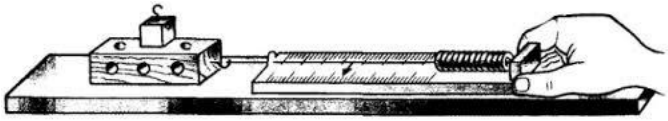

Рис. 4 Схема эксперимента.
2. Положите брусок широкой гранью на горизонтально расположенную линейку (рис.4). С помощью динамометра равномерно перемещайте брусок. По показаниям динамометра определите силу трения скольжения: $F_{тр}=F_{упр}$.